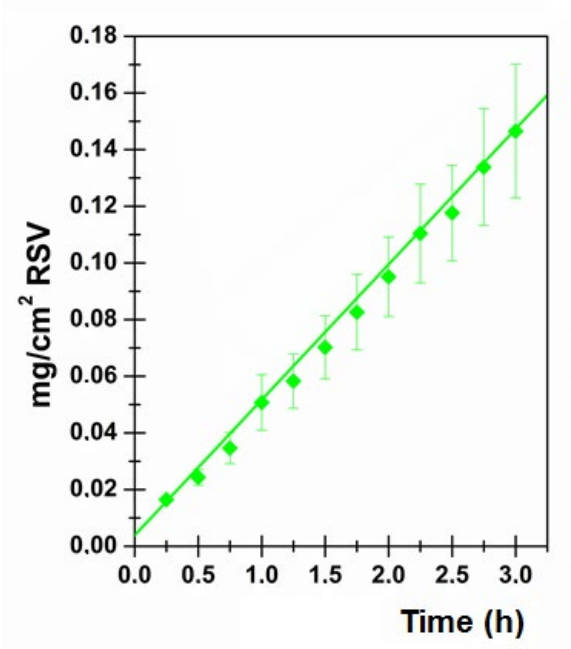

Figure S7. RSV permeation profile in presence of Menthol as CPE (RSV:M=5:1): amount of RSV permeated per unit area as a function of incubation time.
- **Figure S7:** RSV permeation profile in presence of Menthol as CPE (RSV:M=5:1): amount of RSV permeated per unit area as a function of incubation time